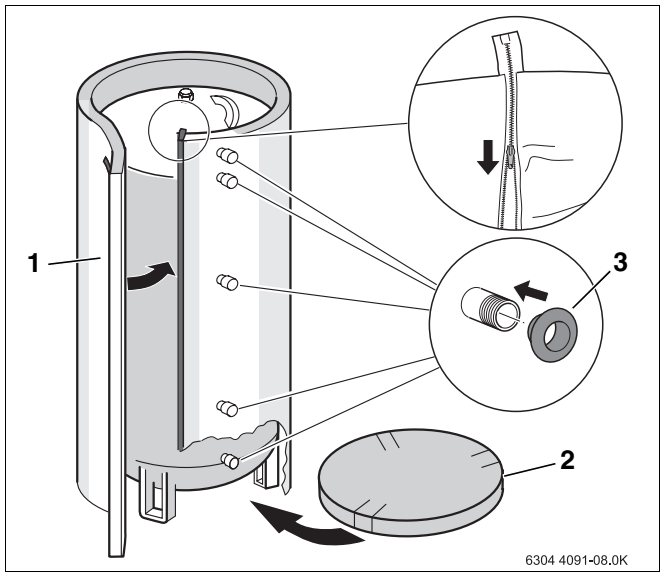

Abb. 6 Montage Wärmeschutz Baureihe ... - 80
- Geschlitzte Wärmeschutzscheibe (Abb. 6, **Pos. 2**) mit den Einschnitten im Bereich der Speicherfüße auf den Boden legen.
- Die Wärmeschutzmatte entsprechend den Speicheranschlüssen und dem Lochbild der Wärmeschutzmatte (Abb. 6, **Pos. 1**) deckungsgleich am Speicherkörper anlegen.
- Rosetten (Abb. 6, **Pos. 3**) über die Anschlüsse führen und in die Wärmeschutzmatte schieben.